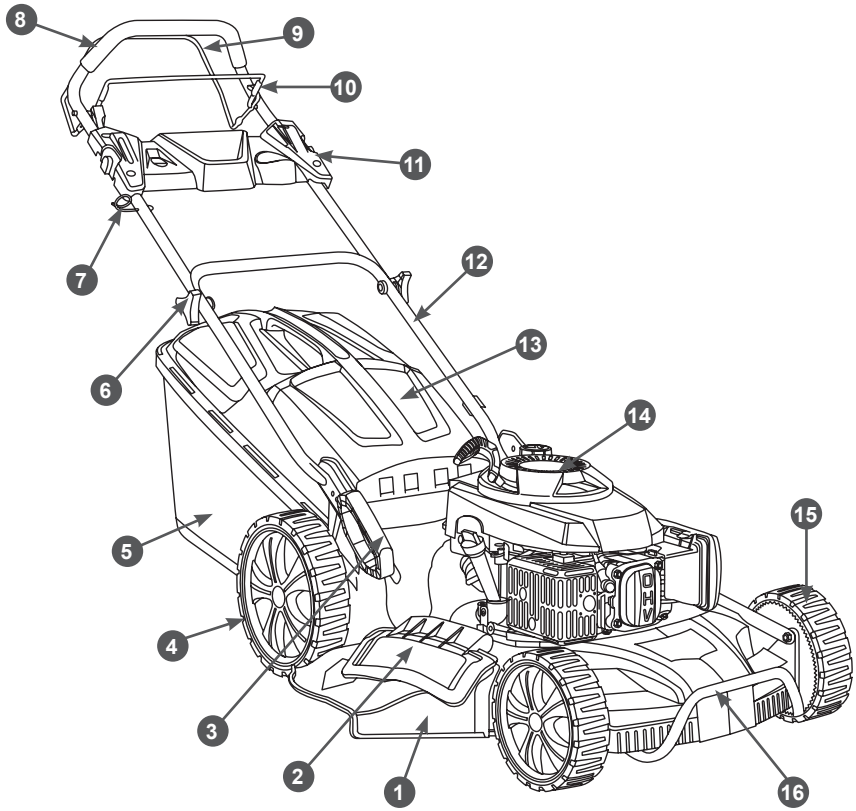
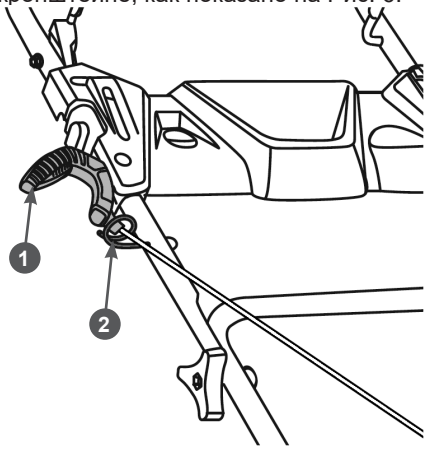

**Рис. 1 Основные узлы и органы управления газонокосилки**
**Рис. 6 Крепление ручки стартера на рукоятке**
Расположение основных узлов и органов управления показано на Рис. 1, 2.
6. Закрепите ручку стартера на кронштейне на рабочей рукоятке. Для этого нажмите рычаг 9 остановки двигателя (Рис. 1) и медленно потяните за ручку стартера, чтобы вытянуть шнур из корпуса стартера на требуемую длину. Затем пропустите шнур стартера через витки кронштейна и отпустите ручку стартера. Ручка стартера должна зафиксироваться на кронштейне, как показано на Рис. 6.